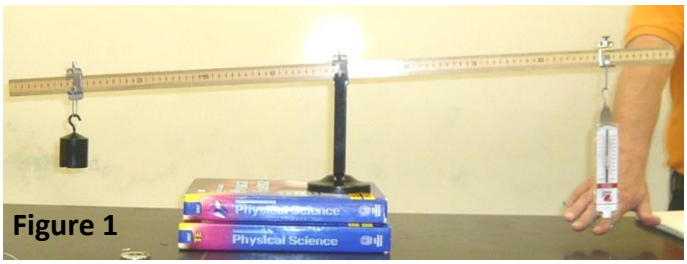

Figure 1
1. Work with a partner. Set up a first class lever as shown in Figure 1